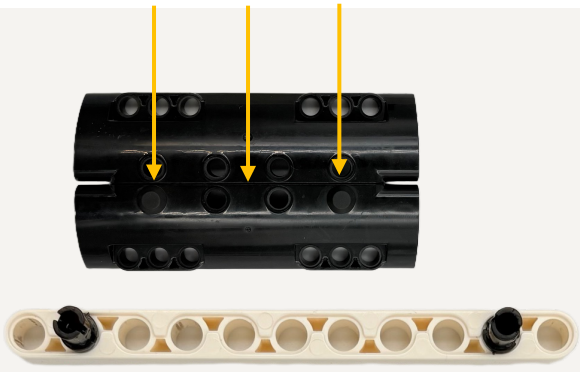
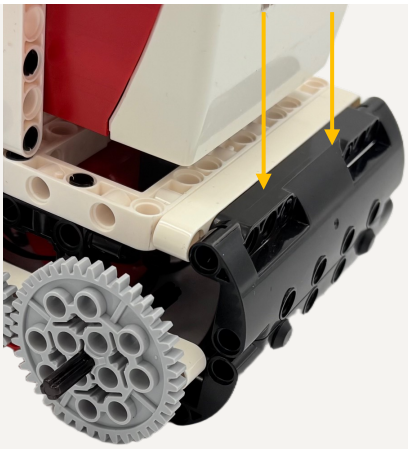

Рисунок 22
Рисунок 23
Для большей прочности поместите защиту сзади устройства. Соедините две черных детали при помощи трех коротких штифтов и разместите на балке (11) два коротких штифта (рисунок 22). Закрепите балку (11) на раме и при помощи 2х коротких штифтов соедините балку с «бампером» (рисунок 23).